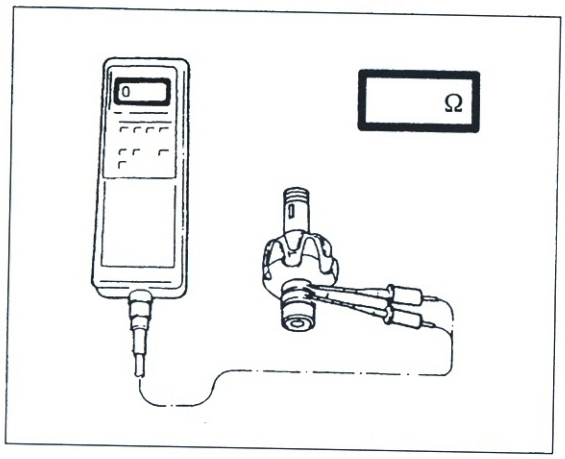

Bild 97
- Widerstand der Schleifringe untereinander muss 7 ± 1 Ω betragen (Bild 97). Es darf kein Durchgang zwischen Schleifringen und Rotor-Umfang bestehen.